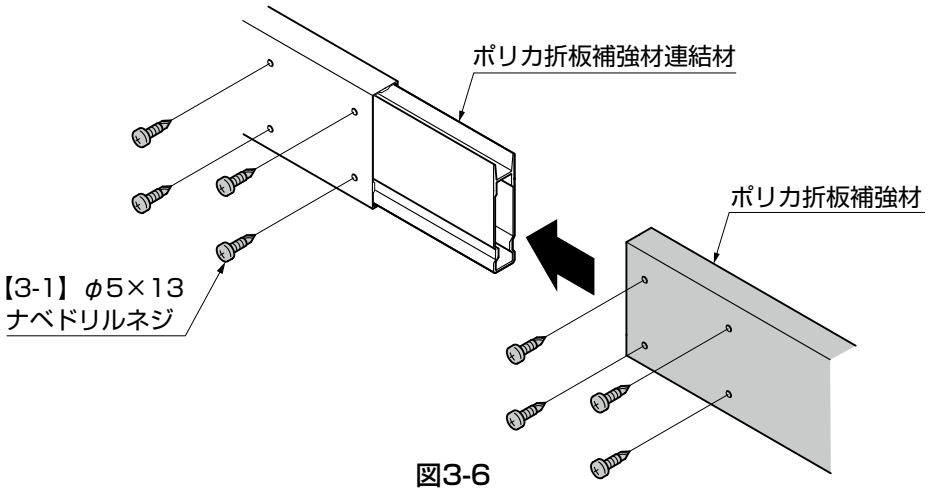

図3-6
②ポリカ折板補強材にポリカ折板補強材連結材を【3-1】で取付けてください。（図3-6参照）